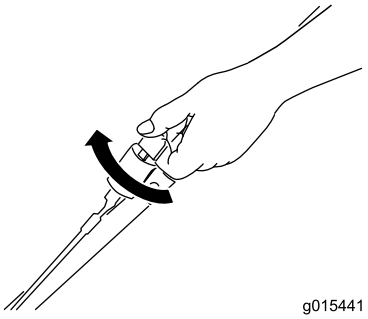
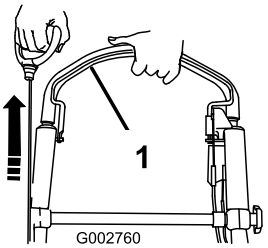

Figura 18
Figura 19
2. Girate la chiave di accensione (Figura 18) o tirate l'avviatore autoavvolgente (Figura 19).